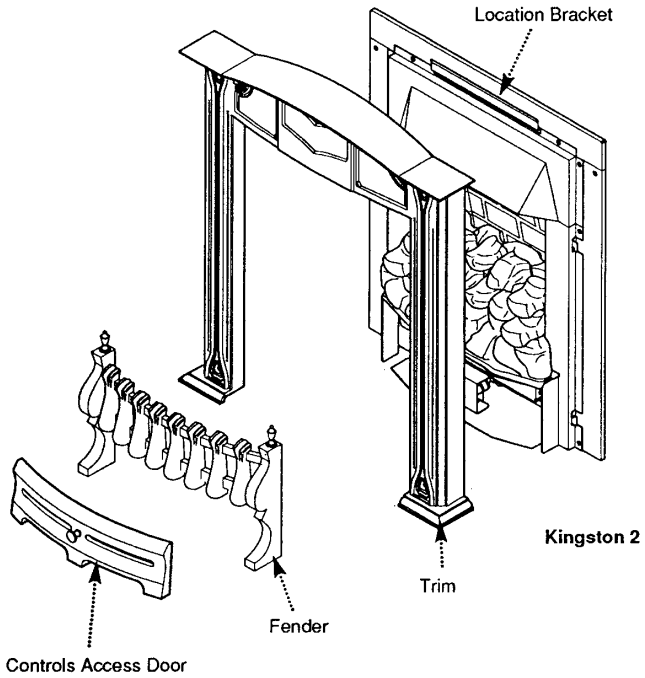

Fig. 47
10.3 Kingston 2 Models (Fig. 47)